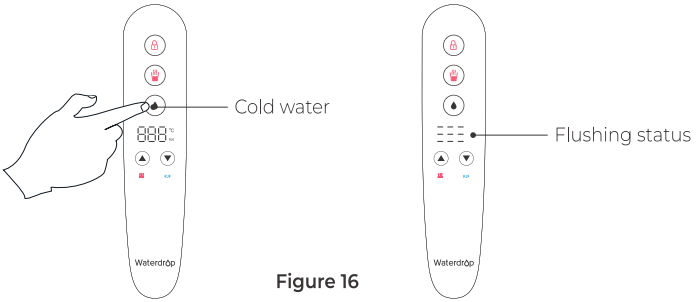

Figure 16
d. Turn on the faucet and flush for 15 minutes. Touch the key and turn on the faucet. The system starts flushing for 15 minutes until there is no water output from the faucet .During the flushing period, the system will inject water into the heating tank. There will be no water coming out of the smart faucet at this time,and no action is needed until the flushing is completed and the system automatically goes into standby mode (Figure 16).